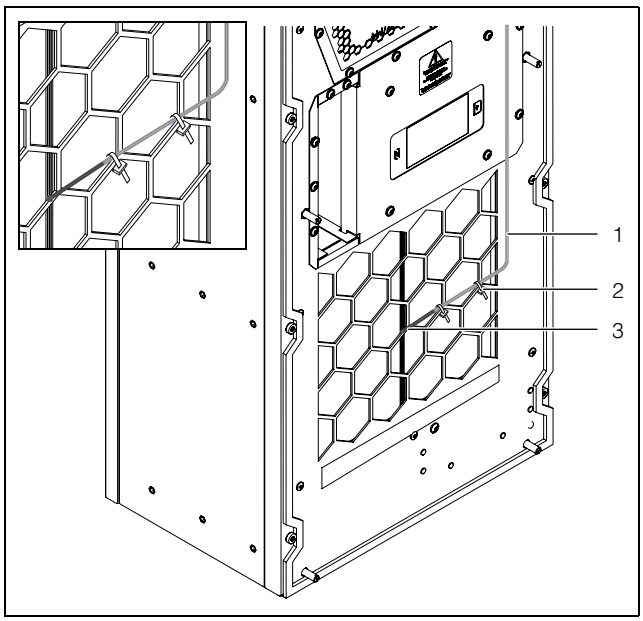

Fig. 43: Sensor de temperatura na frente da saída de ar frio (exemplo)
■ Instale o sensor de temperatura na posição central da saída do ar frio do condicionador de ar (fig. 43).